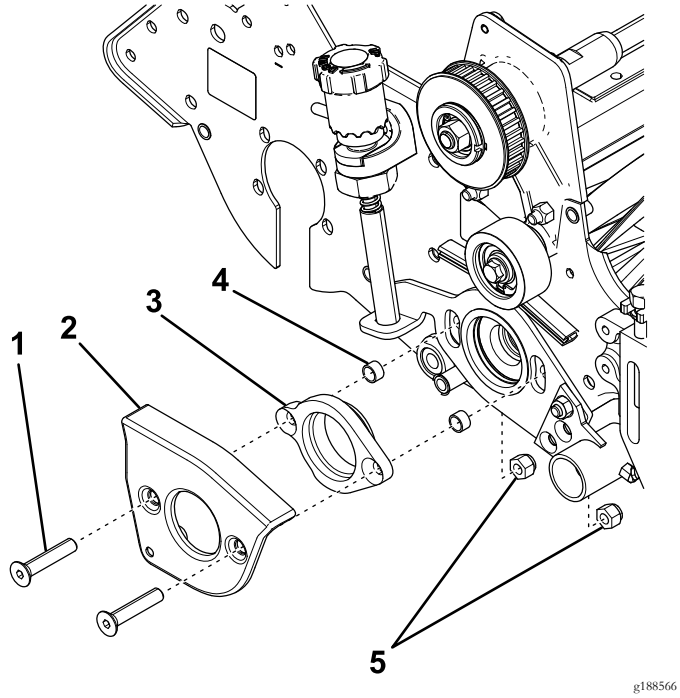

Figur 10
4. Fjern flathodeskruene, låsemutterne, trimsatsarmdekselet og lageradapteren fra sideplaten (Figur 10).
5. Fjern og kast avstandsstykkene (Figur 10).